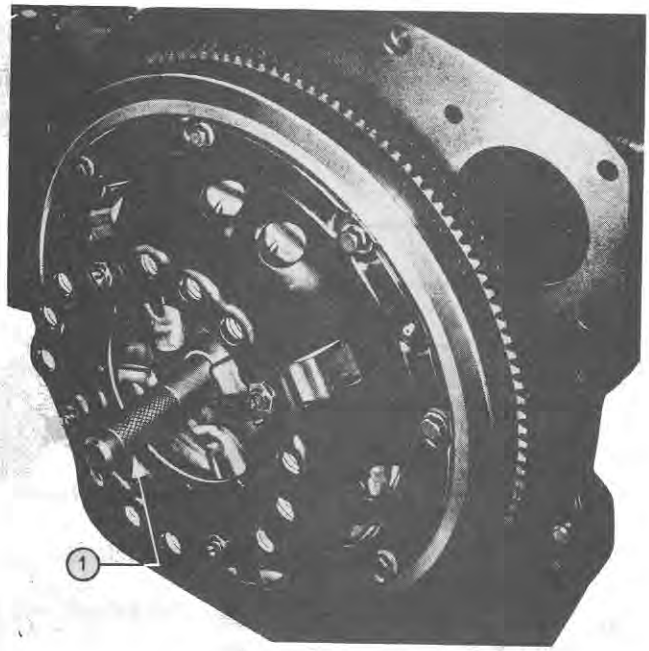

Figure 19
1. Position the clutch disc on the flywheel, centralizing it with a clutch locator tool, Figure 19, – see "SPECIAL TOOLS", Chapter 4, for clutch disc locator tool numbers and usage.